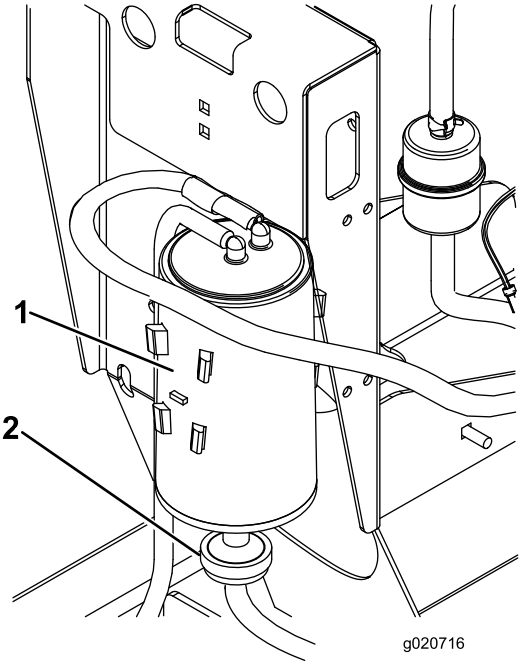

Figur 18
2. Frakobl slangen fra kulfilterbeholderens luftfilter (Figur 18).
3. Fjern og kassér kulfilterbeholderens luftfilter (Figur 18).